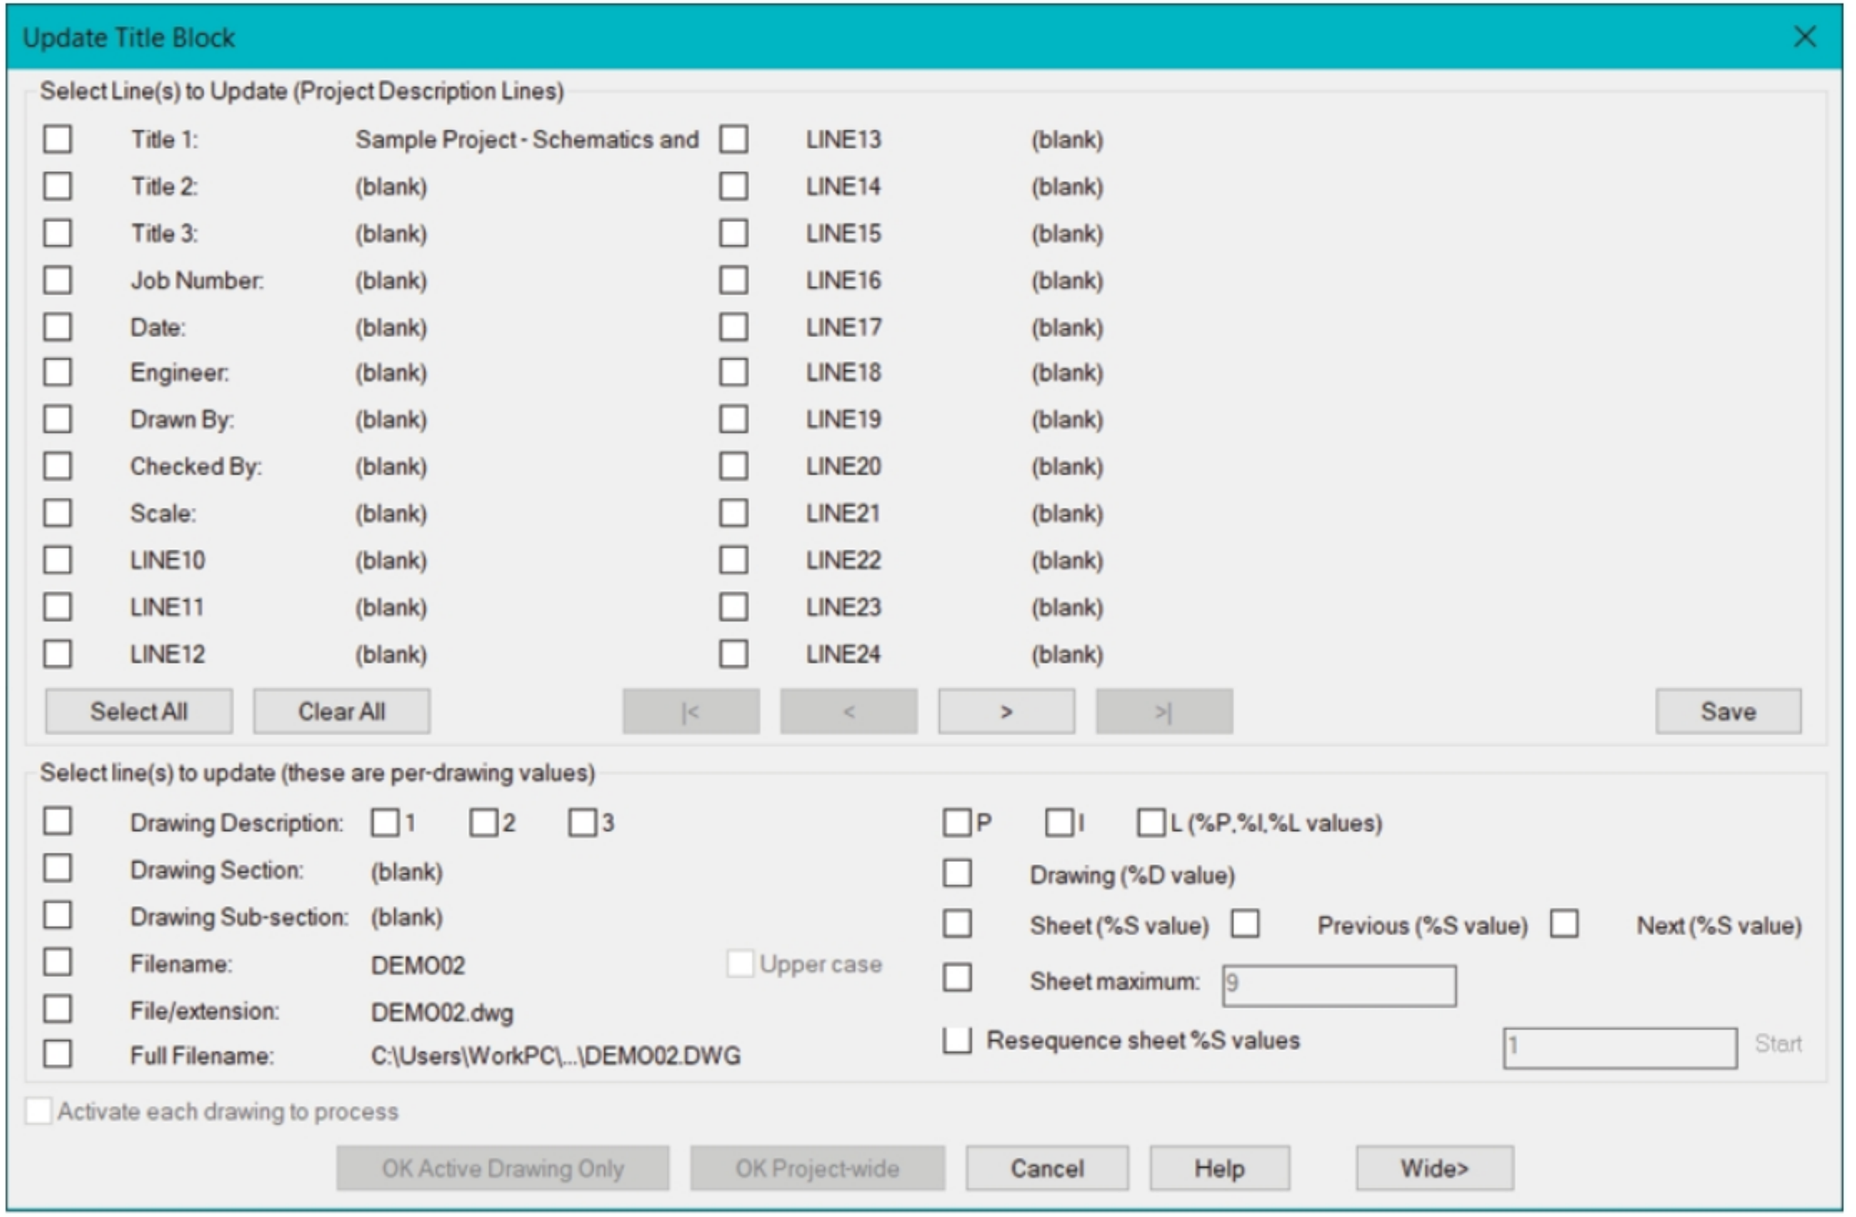

Figure-82. Update Title Block dialog box
- Click on the **Title Block Update** tool from the **Other tools** panel in the **Project** tab of **Ribbon**. The **Title Block Update** dialog box will be displayed; refer to Figure-82.